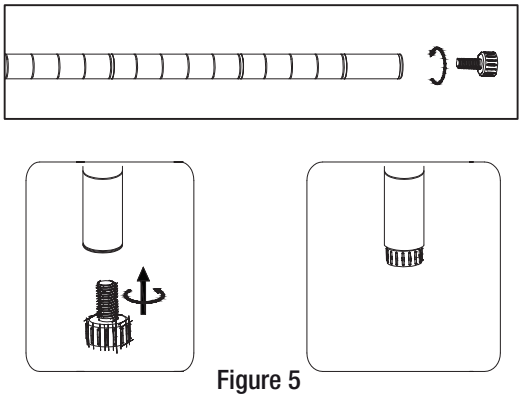

Figure 5
Étape 4: Ajustez les pattes réglables des montants pour mettre l'unité à niveau.(Voir la Figure 5)